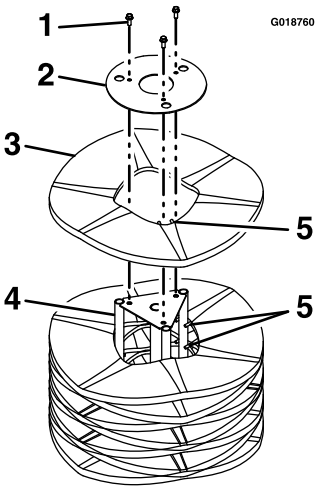

Figura 35
5. Appoggiate il gruppo centrale della spazzola sull'estremità, in modo che la piastra di ritenuta terminale rimovibile sia rivolta verso l'alto (Figura 35).
6. Rimuovete e conservate la bulloneria della piastra di ritenuta terminale (Figura 35).
8. Montate il/i nuovo/i segmento/i sfalsando le aste di allineamento dell'anello di metallo come illustrato nella Figura 35.